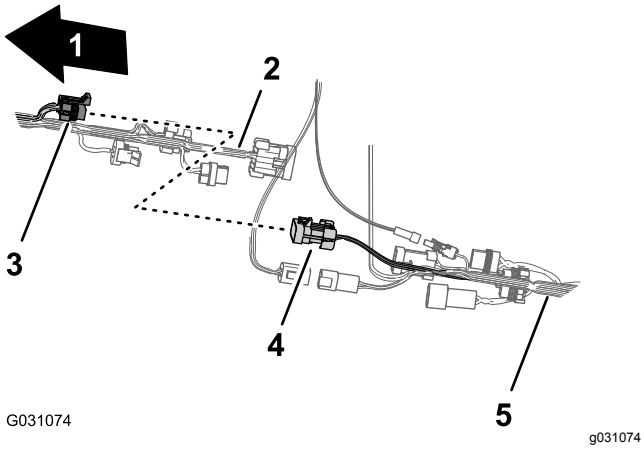

Figur 88
2. Tilslut konnektoren med 10 sokler på det forreste ledningsnets sprøjtetilslutning til konnektoren med 10 ben fra bageste ledningsnets sprøjtetilslutning (Figur 88).